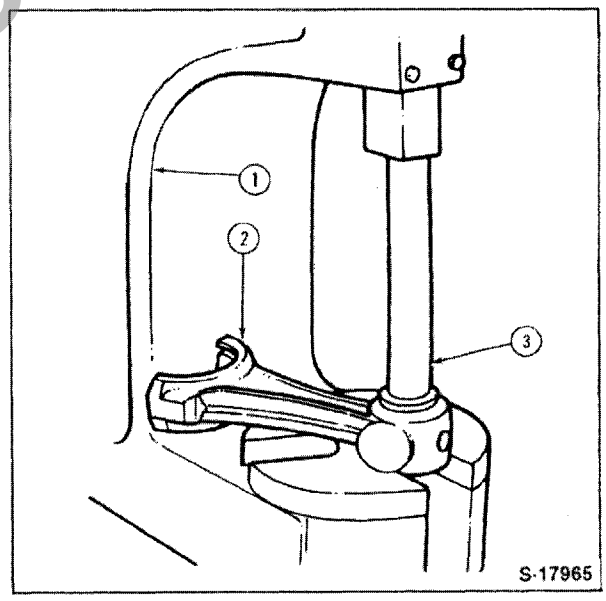

Figure 61
3. Remove and install the connecting rod pin bushings using a suitable driver, Figure 61, and press a new bushing into the rod bore.